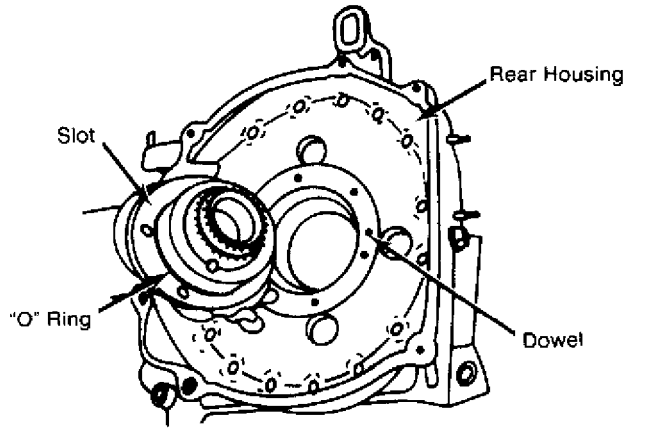

Fig. 7: Checking Side Seal Step Wear
5) Side seal step wear must be checked on the inside and outside of oil seal tracing mark. See Fig. 7.